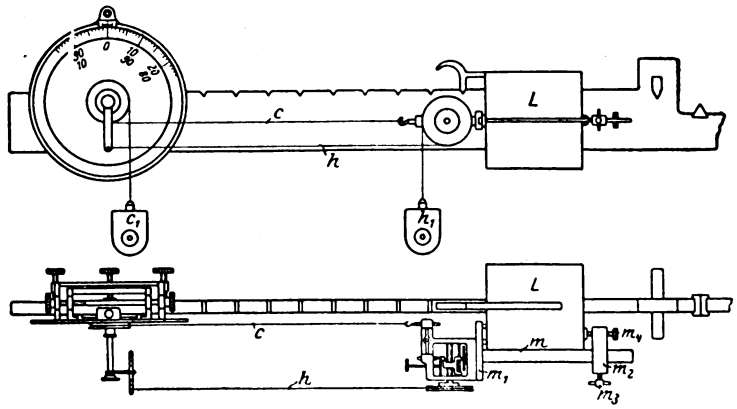
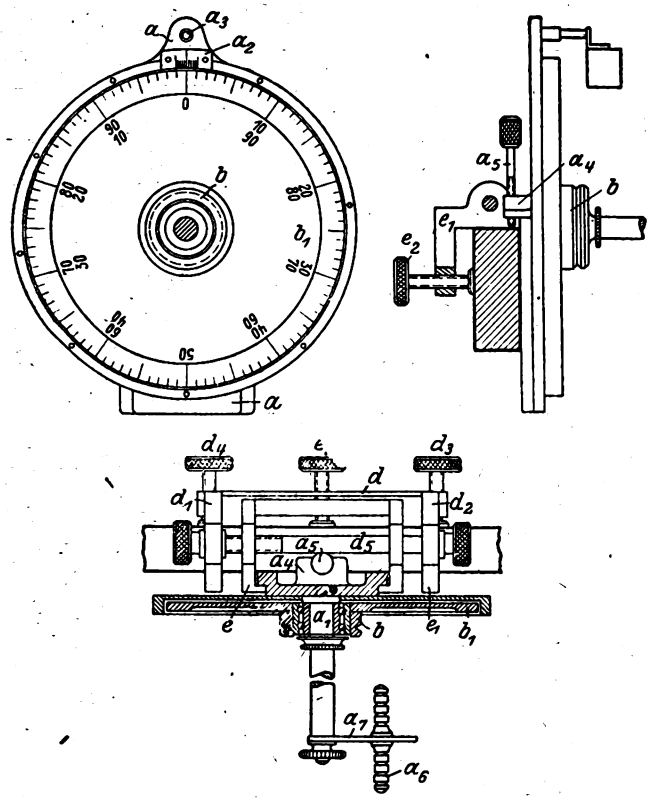
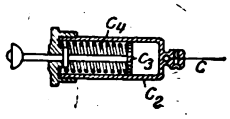

Abb. 2. Meßvorrichtung zum Prüfen von Laufgewichtsskalen. Gesamtansicht.
Abb. 3. Meßuhr mit Klemmsattel.
Abb. 4. Federnde Fassung für den Meßdraht.
Die Art und Weise, wie man mit dem Skalenprüfer die einzelnen Abschnitte mißt, zeigt die Abbildung 2. Die geradlinige Verschiebung des Laufgewichtes L wird mittels eines durch ein Spangewicht gespannt gehaltenen feinen Stahldrahtes c auf eine Meßrolle b mit Teilscheibe b_1 übertragen, an der die Verschiebung in fünffacher Vergrößerung abgelesen werden kann. Zur Prüfung der Skale bringt man die Meßscheibe und das Laufgewicht in ihre bezügliche Nullstellung, verschiebt letzteres von Kerbe zu Kerbe und liest nach jeder Einstellung die Anzeige der Meßscheibe ab. Darauf berechnet man aus der abgelesenen Gesamtlänge der Skale die Sollwerte der einzelnen Abschnitte und durch Abziehen dieser Sollwerte von den zugehörigen Istwerten ihre Fehler.
2. Die Meßuhr (Abb. 3). Die Meßuhr ist folgendermaßen eingerichtet: In die Platte a ist die feste Achse a_1 eingeschraubt. Auf die Achse ist ein Doppelkugellager und auf dieses weiter eine Stahlhülse b (Meßrolle) geschoben, die sich demnach mit dem Laufring des Kugellagers um die feste Achse drehen kann. Mit der Meßrolle fest verbunden ist eine Scheibe b_1 (Meßscheibe), die mit einer Kreisteilung von 100 Skalenteilen versehen ist.
Zur Uebertragung der Bewegung des Laufgewichtes auf die Meßrolle dient ein Stahldraht c (Abb. 2) von 0,3 mm Stärke (Meßdraht). Dieser läßt sich in eine Kapsel c_1, die zugleich als Spanngewicht dient, hineinkurbeln oder wird von einer Spiralfeder aufgewickelt, wie ein Kapselmeßband. Der Meßdraht hat an seinem Ende eine Fassung c_2 (Abb. 4) in Form eines kurzen, engen Rohres. In dem Rohr befindet sich ein Kolben c_3, der mit dem Ende der Kolbenstange in den Zugbolzen (l_1) der Aufteilungsvorrichtung eingehakt wird, und der von dem Spanngewicht gegen den Druck einer Druckfeder c_4 an einen in dem Rohr befindlichen Anschlag gezogen wird. Die Federung hat den Zweck, den Meßdraht, wenn sich dieser zufällig einmal durch zu heftige Vorwärtsbewegung des Laufgewichtes lockern sollte, straff zu halten, um ein Gleiten des Drahtes auf der Meßrolle zu verhindern.
Die Vorrichtung zur Befestigung der Meßuhr am Balken (Klemmsattel, Abb. 3) besteht aus zwei Teilen, einem äußeren, der aus zwei durch die Platte d fest miteinander verbundenen Böcken d_1, d_2 zusammengesetzt ist und durch die Klemmschrauben d_3, d_4 an dem Balken festgeklemmt werden kann, und aus einem inneren, der ebenfalls aus zwei miteinander fest verbundenen Böcken e, e_1 zusammengesetzt ist, und der mit der Klemmschraube e_2 am Balken festgeklemmt werden kann. Der Innensattel läßt sich mit der in den Böcken d_1, d_2 drehbar gelagerten Längsschraube d_5 um etwa 10 mm verschieben, um die Meßscheibe genau auf Null einstellen zu können. Die beiden Böcke e, e_1 sind an der Vorderseite mit rechtwinklig übergreifenden, mit dem Balken eine Nut bildenden Kanten versehen. In diese Nut wird die Meßuhr mit ihrer Platte a so eingeschoben, daß der an der Platte befindliche Anschlag a_4 auf der Balkenoberfläche glatt aufliegt.
In der Anschlagplatte befindet sich eine Schraube a_5 (Höhenstellschraube) zur Höheneinstellung der Meßuhr (Abb. 2), die nur dazu benutzt wird, die Meßuhr, im Fall der Balken am Ende eine Aussparung hat, in dieselbe Höhe zu bringen, wie wenn die Aussparung nicht vorhanden wäre. Sonst wird die Schraube so hoch geschraubt, daß die Anschlagplatte sich glatt auf den Balken auflegt. Der Meßdraht hat daher da, wo er auf die Meßrolle übergeht, stets genau dieselbe Lage zu der vorderen Oberkante des Balkens.
In die feste Achse a_1 der Meßuhr ist ein Schnurhalter a_6 (Abb. 3) mit verstellbarem Arm a_7 eingeschraubt, an den mittels eines Hakens eine Schnur h (Abb. 2) angehängt werden kann, die ebenso wie der Meßdraht in einer Kapsel (h_1) aufgewickelt ist. Die Kapsel dient gleichzeitig als Spanngewicht, ebenso wie die des Meßdrahtes. Legt man die Schnur um eine der beiden Stufenscheiben und bewegt das Laufgewicht, so dreht die Schnur die Schraube und damit die Schraubenwelle.